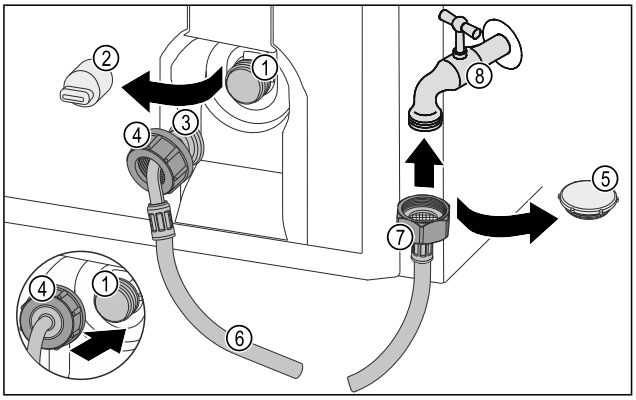

*Fig. 44*
- ▶ Sluitdop *Fig. 44 (5)* verwijderen.
- ▶ Rechte slangeinde *Fig. 44 (7)* op de waterkraan *Fig. 44 (8)* plaatsen.
- ▶ Moer op het rechte slangeinde *Fig. 44 (7)* rechtsom vastdraaien.